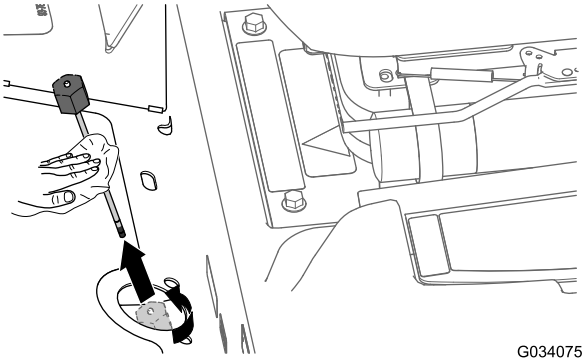

Figur 83
2. Løsne peilestavlokket (Figur 83), ta ut peilestaven fra transakselens påfyllingsrør og tørk av peilestaven med en ren fille.